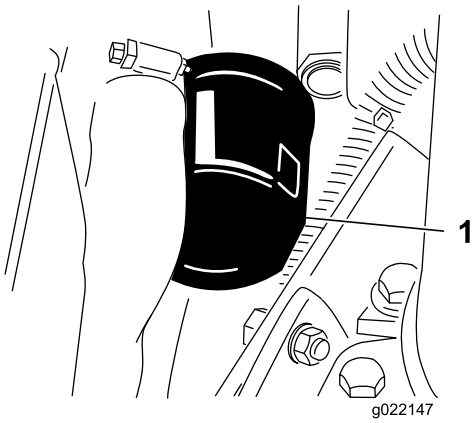

Figur 53
2. Ta av oljefilteret (Figur 53). Stryk et tynt lag med ren olje på den nye filterforseglingen før du skrur den på. **Ikke stram for mye.**